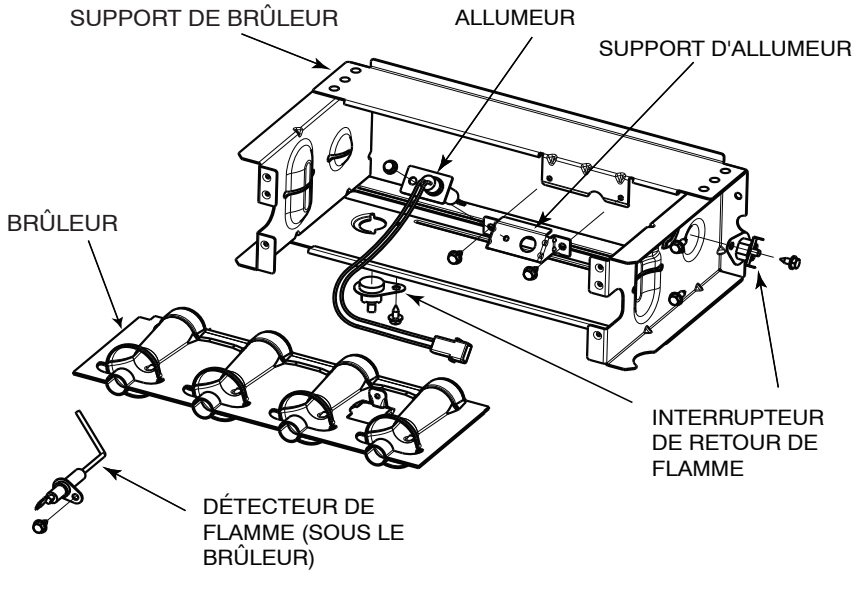

Fig. 63 - Ensemble de brûleur
6. Retirez les vis qui fixent l'ensemble de brûleur au panneau cellulaire. Consultez la fig. 63.